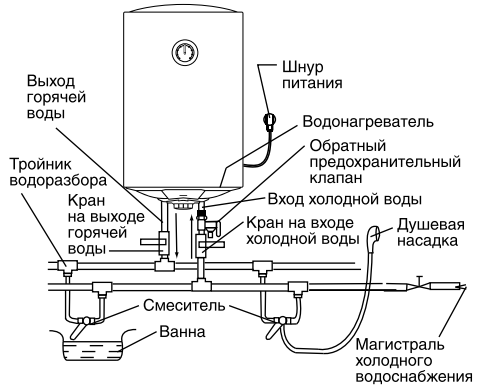

**Рис. 4**
4. Если необходимо реализовать многоканальную систему водоснабжения, используйте способ соединения (см. рис. 4).